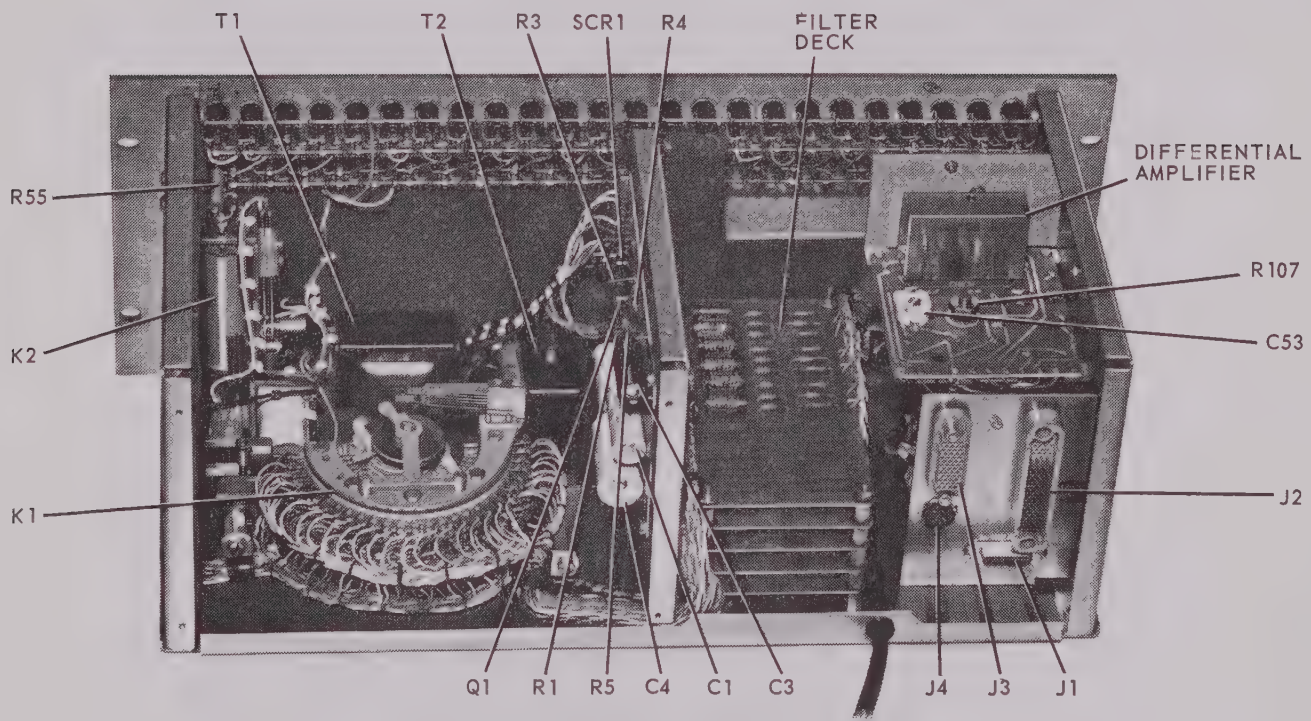

Fig. 4-12 Model SSM-50A Scanner, Rear View
f. SSM-50A Scanner. (refer to figure 4-12 and drawing 5857)